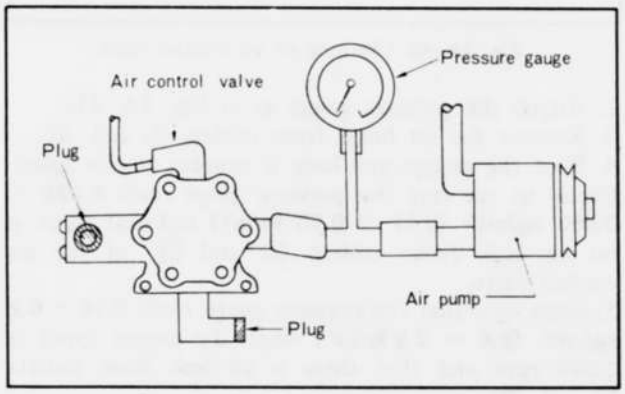

Fig. 1A–39 Checking of air pump
2. Attach a pressure gauge as in Fig. 1A–39.